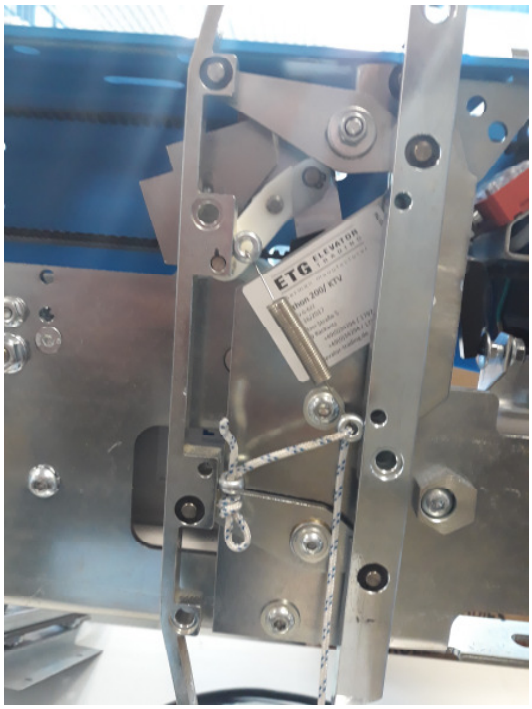

Bild 23: Entriegelung der KTV G1 bei schmalen Fahrschlitten
Das Bild 23 zeigt die Besonderheit bei schmale Fahrschlitten bei m4 (TB) 800-1300mm, e3 TB 600-900mm und bei m6 TB1200-1800mm. Die Entriegelungsschnur ist direkt an Augenschraube an den Schwertern befestigt. Das leichte Schwert wird durch die Entriegelungsschnur angehoben. Die Führung der Schnur im Türblatt erfolgt durch eingeklebte Kunststoffschellen.